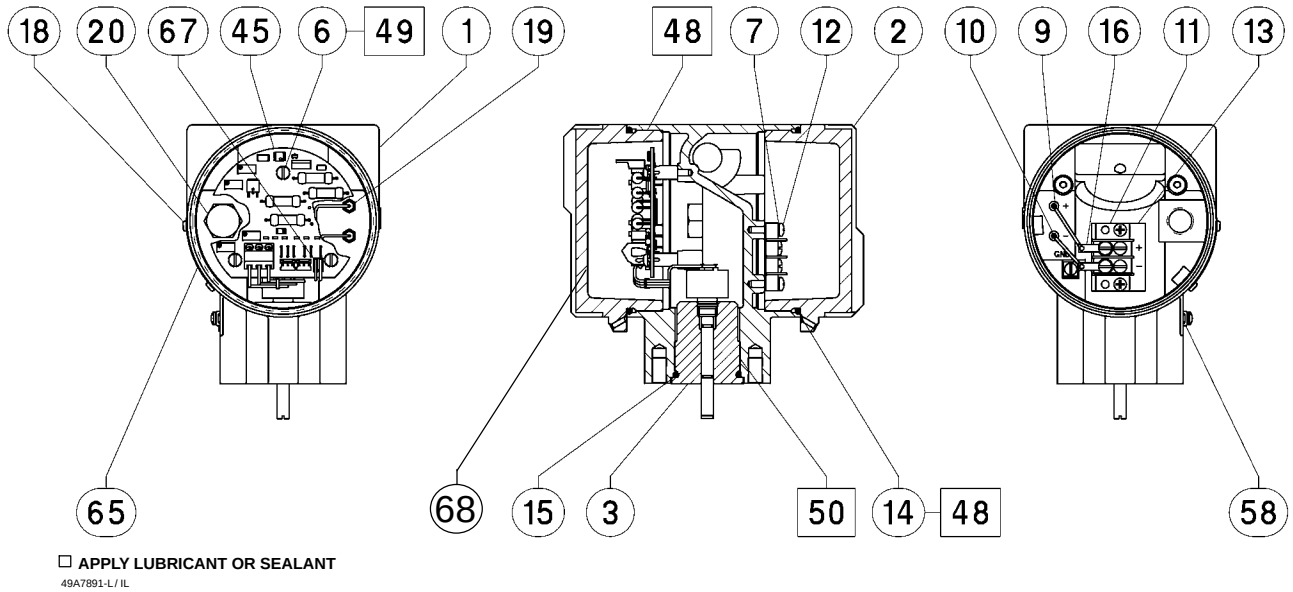

Figure 14. Housing Assembly for Fisher® 4211 or 4221 Transmitter without Position Switches
3. Note the location of the field wiring, and disconnect the wiring from the field circuit printed wiring board, or from the barrier strip (key 11, figure 14), mounted in the field wiring compartment.